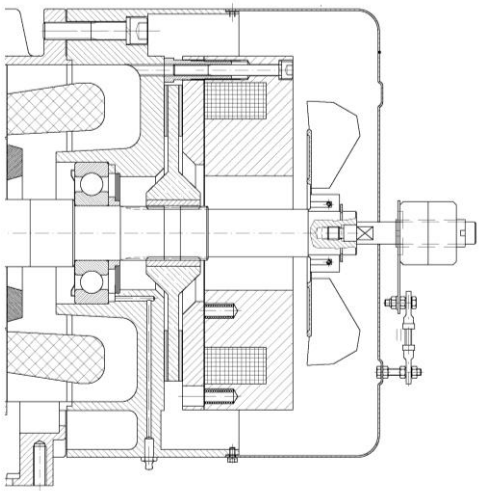

figure 4.12
Position the bearing (25) and the seal (26) as shown in figure 4.12 in the box lid of the gearbox (63).